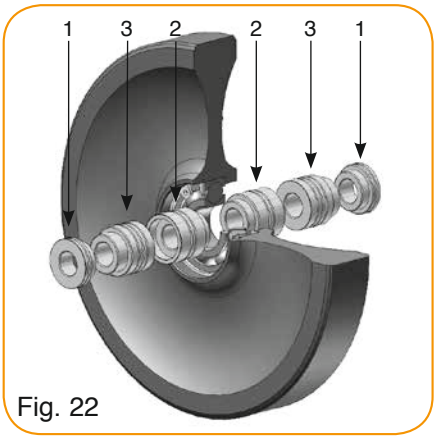

Fig. 22
- Montage version A : roue largeur 29mm en simple ligne (fig. 22).
- Version A assembly : 29mm wide wheel in single line (fig. 22)
- Montage Version A: Rad Breite 29mm in einfacher Linie (Abb. 22).
- Montaje versión A : rueda anchura 29mm en simple línea (fig. 22).